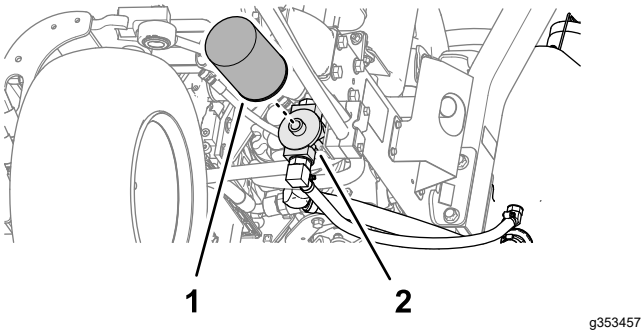

Rysunek 88
2. Oczyść obszar wokół filtra. Podstaw pod filtr wanienkę na olej (Rysunek 88) i odkręć filtr.